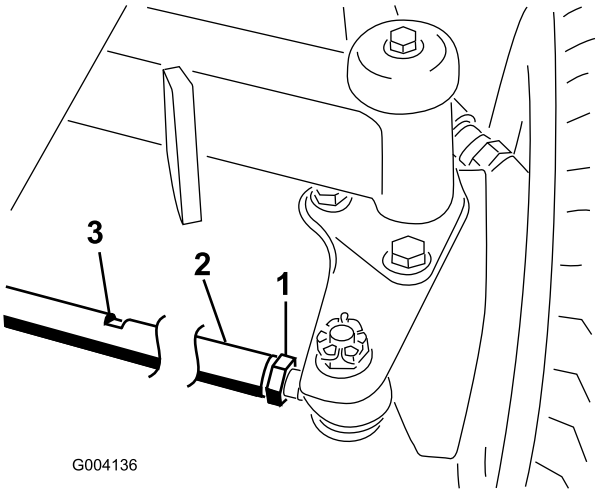

Figura 61
2. Afloje las contratuercas de ambos extremos del tirante (Figura 61).